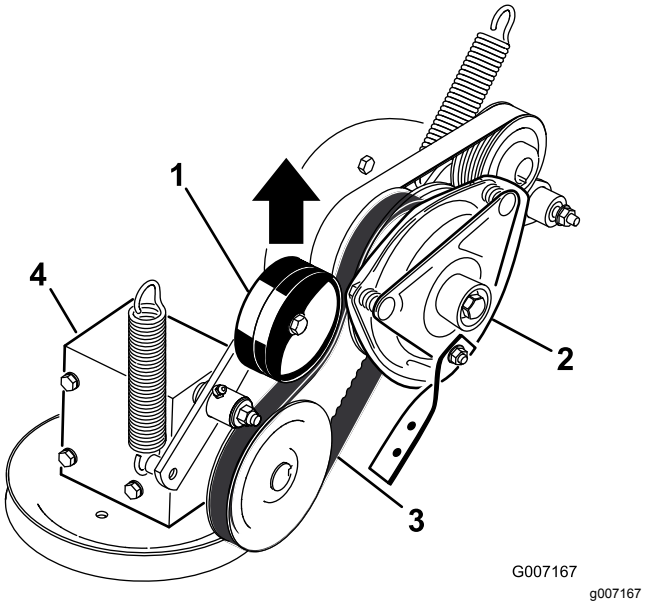

**Figuur 81**
5. Trek aan de veerbelaste spanpoelie voor de aandrijfriem van de aftakas en verwijder de riem van de poelie van de koppeling (Figuur 81).
17. Trek aan de veerbelaste spanpoelie voor de aandrijfriem van de aftakas en monteer deze op de poelie van de koppeling (Figuur 81).